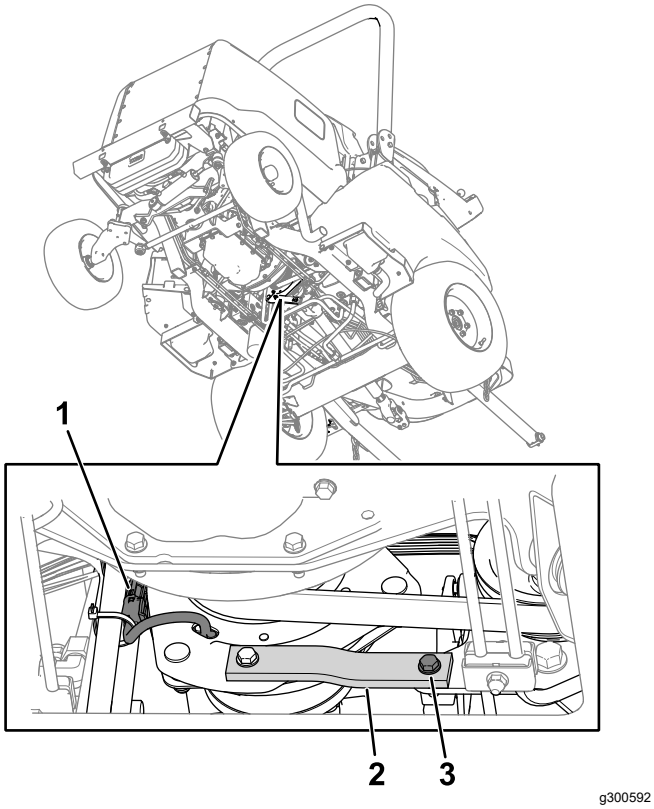

Figuur 77
2. Koppel de connector van de kabelboom van de koppeling los van de machinekabelboom (Figuur 77).
3. Verwijder de bout, ring en moer van de rubberen band (Figuur 77) op het frame.